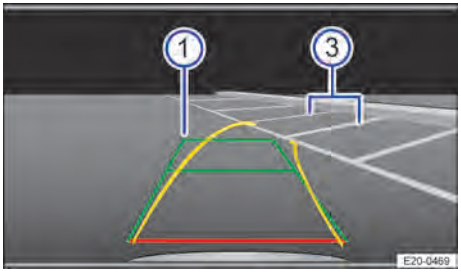

Bilde 116 Infotainmentsystem: Styre mot den valgte parkeringsluken.
5. Drei på rattet slik at de gule linjene peker inn i parkeringsluken. De grønne og gule linjene må stemme overens med kantlinjene på hver side av parkeringsluken → Bilde 116 ③.